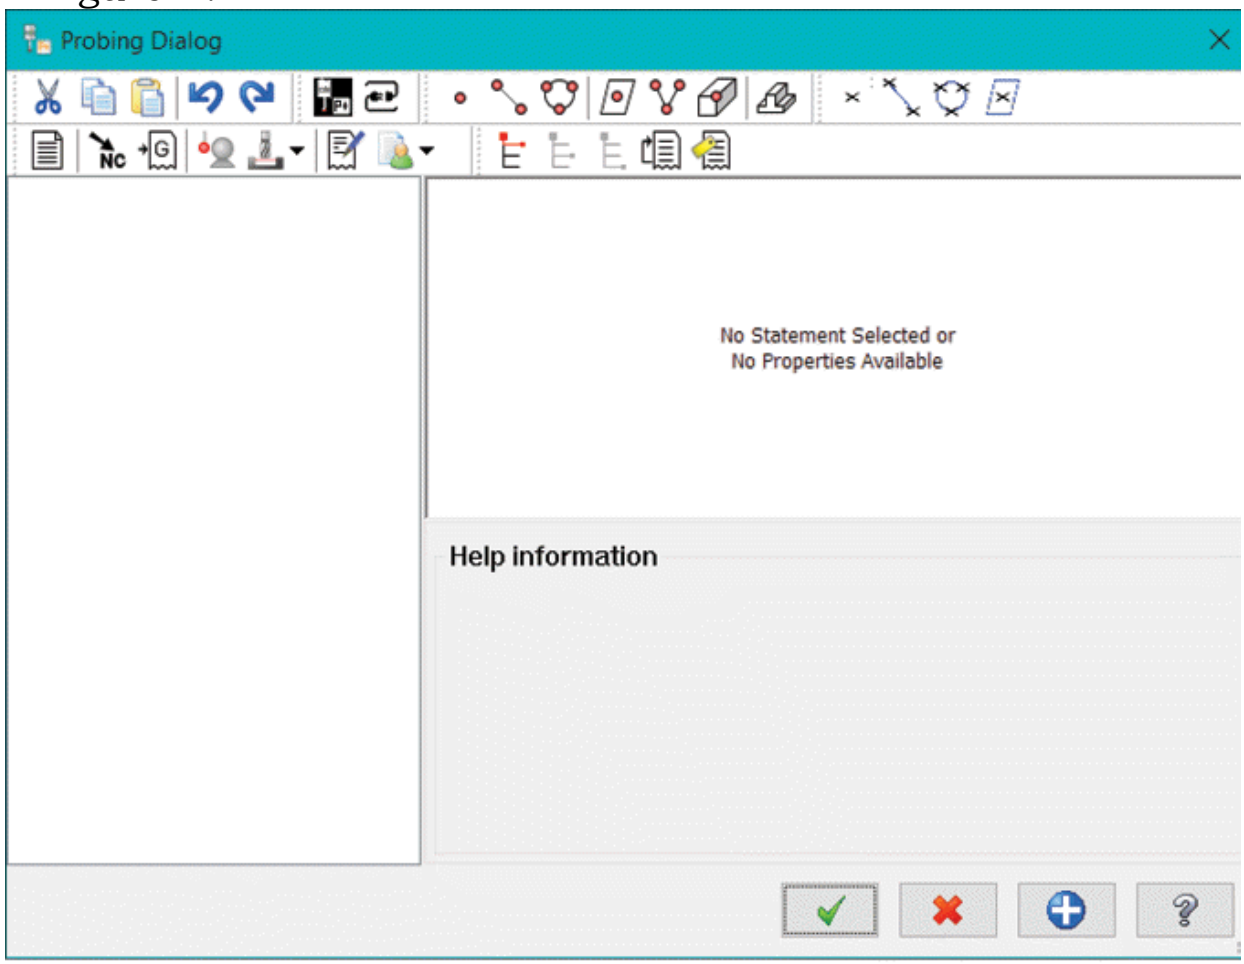

Figure-4. Probing Dialog
- Click on the **Save** button from the dialog box to apply changes. The **Probing Dialog** will be displayed; refer to Figure-4.